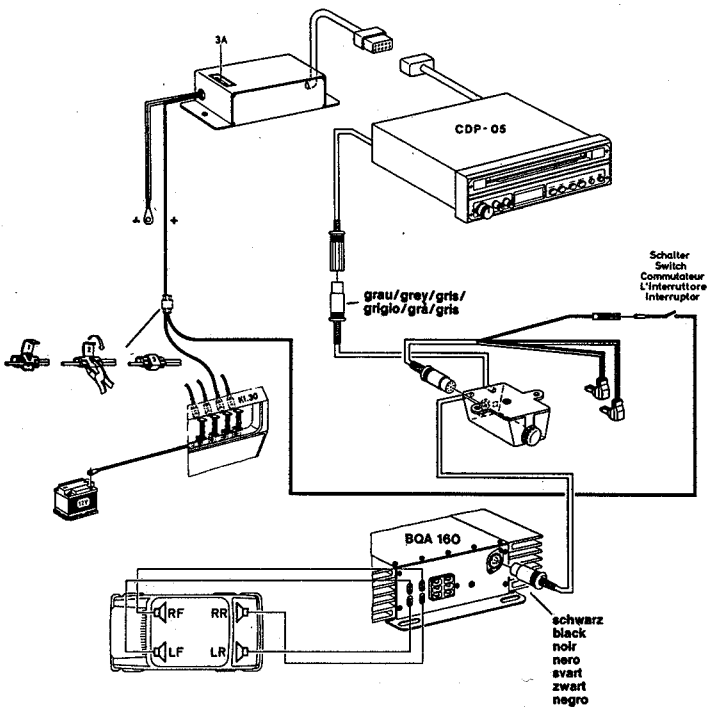

Fig. 7
2. Anschluß ohne Autoradio, mit Interface-Regler, siehe Fig. 7.
2. See Fig. 7 for connecting without car radio but with interface control.
2. Raccordement sans autoradio, avec régulateur d'interface, cf. fig. 7.
2. Conexión sin autorradio, con regulador de interface, véase Fig. 7.